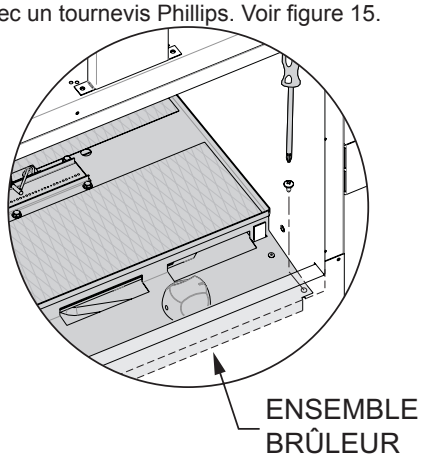

Figure 15
c. Retirer les deux vis des coins avant du panneau de contrôle avec un tournevis Phillips. Voir figure 15.